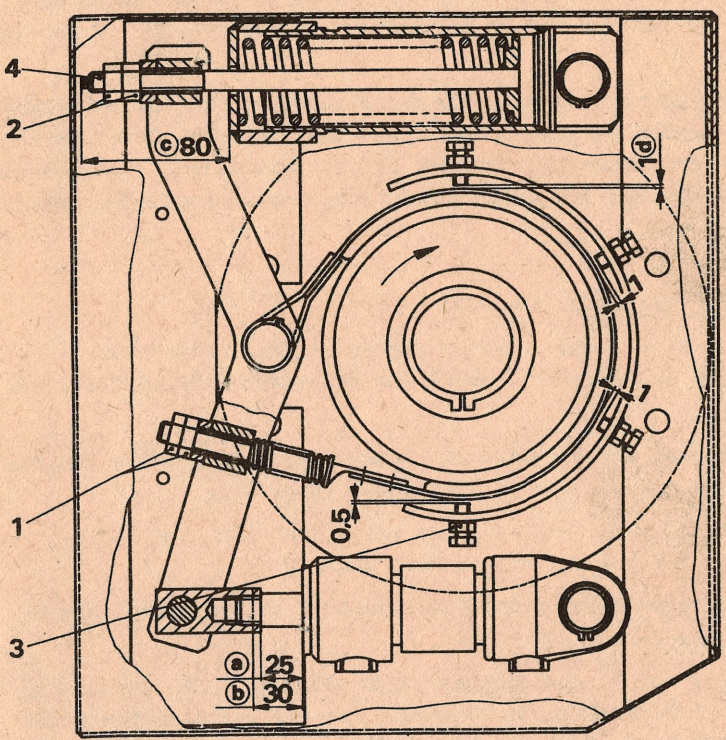

Abb. 30. Hubwerksbremse
7.2.3.3.3. Hubwerksbremse (Abb. 30)
Nach jeder Neueinstellung sind die Stellschrauben (3) am Umfang des Bremsbandes nachzustellen. Angebremst soll das Spiel zwischen Band und Stellschraube 1 mm bzw. 0,5 mm (siehe Abb. 30) betragen. Das Bremsgestänge ist entsprechend Schmierplan regelmäßig abzuschmieren.